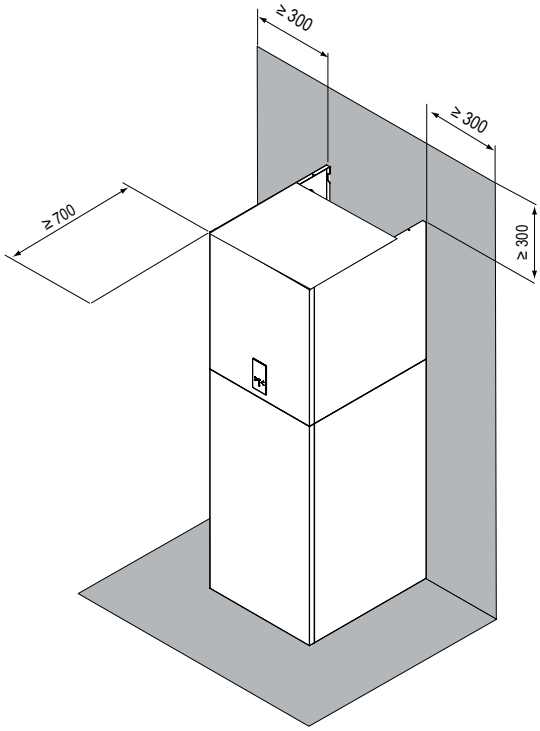

Abb. 8 - Mindestbetriebsbereich für die Inneneinheit
- Der Raum um die Einheit ist für die Wartung angemessen, siehe Abb. 8.